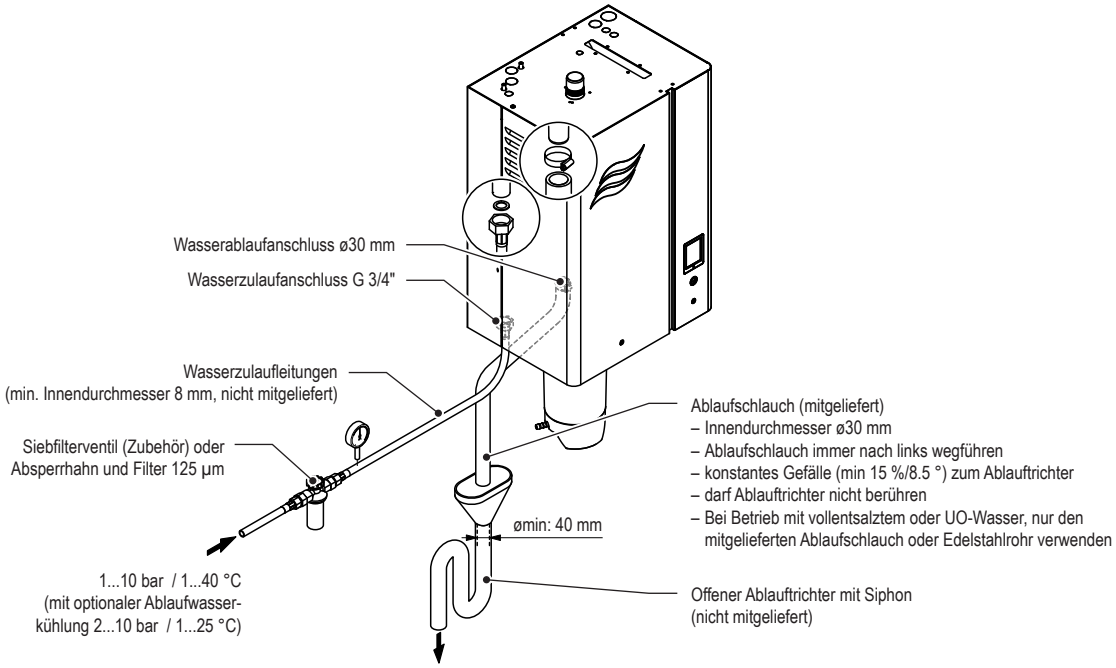

Abb. 19: Übersicht Wasserinstallation für Einzelgeräte Klein ("S") und Mittel ("M")
– Den mitgelieferten Ablaufschlauch immer nach links vom Ablaufanschluss wegführen und nach unten zum Ablauftrichter führen (siehe *Abb. 19*).